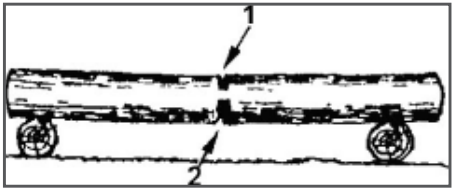

Рис. 13. Пропилы при раскряжевке дерева на двух опорах
1. Бревно лежит на двух опорах (Рис. 13). Разгрузочный пропил (1) на 1/3 бревна делается сверху. Основной пропил (2) делается снизу навстречу разгрузочному пропилу.